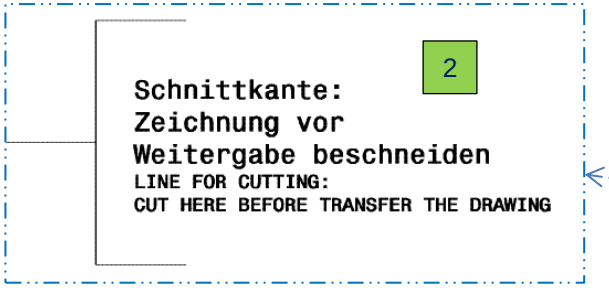

Figure 2.1.2
- Label cutting edge with text 2 (*figure 2.1.2*). The text is a CatiaV5 catalogue element.